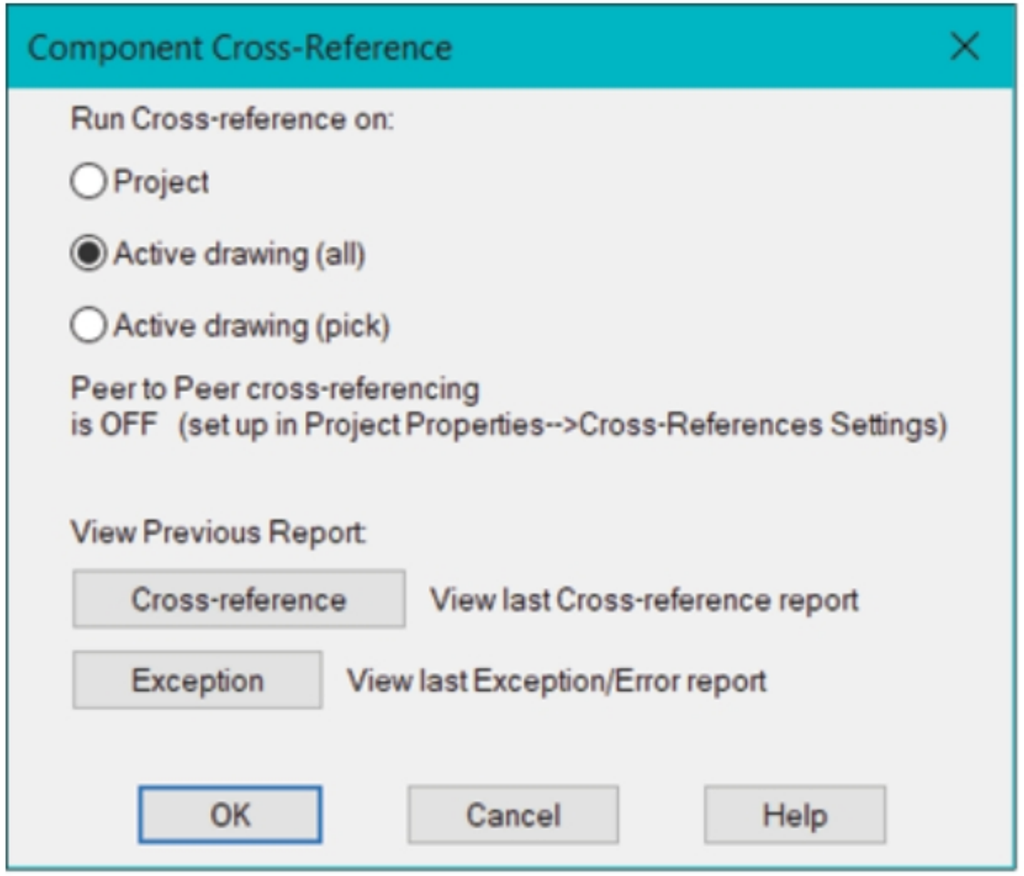

Figure-53. Component Cross-Reference dialog box
- Click on the **Component Cross-Reference** tool from the **Cross References** drop-down. The **Component Cross-Reference** dialog box will be displayed; refer to Figure-53.